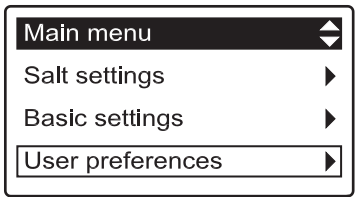

FIG. 36
2. Press the DOWN (▼) button to scroll through the menu options until **User preferences** is highlighted (See Figure 36).